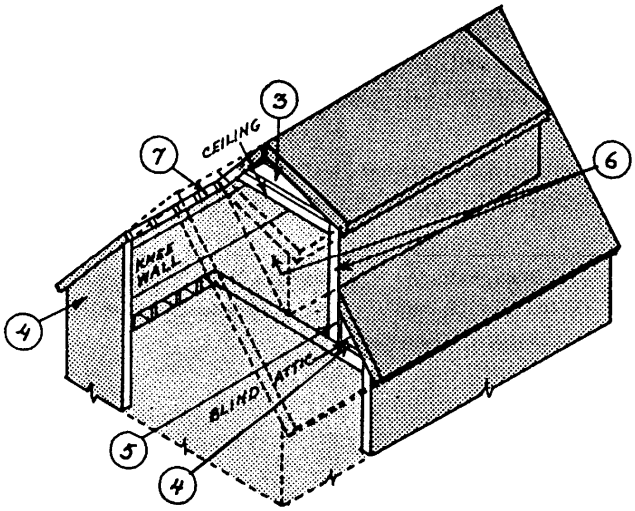

Fig. 44
- Dormers may be used in addition to the basic gable roof form (fig. 44). The shed roof dormer illustrated in figure 44 is commonly found in one-and-a-half story houses. Two other common dormer forms appear in figures 48 and 49.
In figure 44 the dormer face wall is an extension of the knee wall below. Provided that the cavities are not obstructed where the lower roof meets the dormer wall, you may be able to foam the upper and lower sections of the wall at the same time. If the cavities are open, make sure that you won't be filling the entire blind attic with foam.